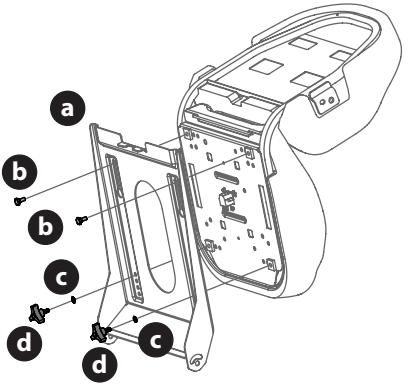

Fig. 5
2. Instale el asientdo en la bandeja del asiento (a) usando los herrajes proporcionados (Fig. 5).
a. Para el asiento que se ajuste con perillas, inserte los pernos (b) en los orificos traseros y trabe la arandela (c) y las perillas (d) en el frente. Ajuste bien (Fig. 5).